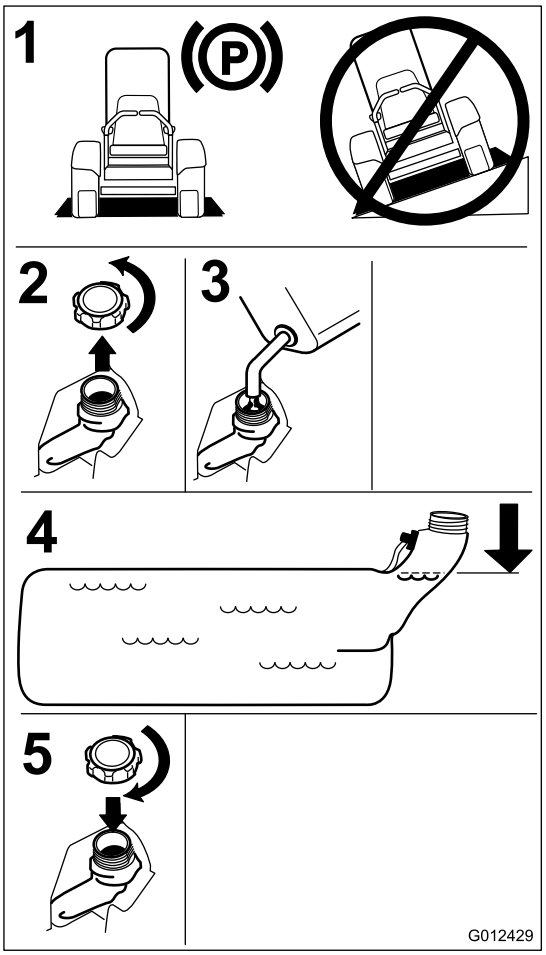

**Figuur 7**
4. Vul de tank tot aan de onderkant van de vulbuis. Zorg ervoor dat er ruimte in de tank is, zodat de benzine ruimte heeft om uit te zetten (Figuur 7).